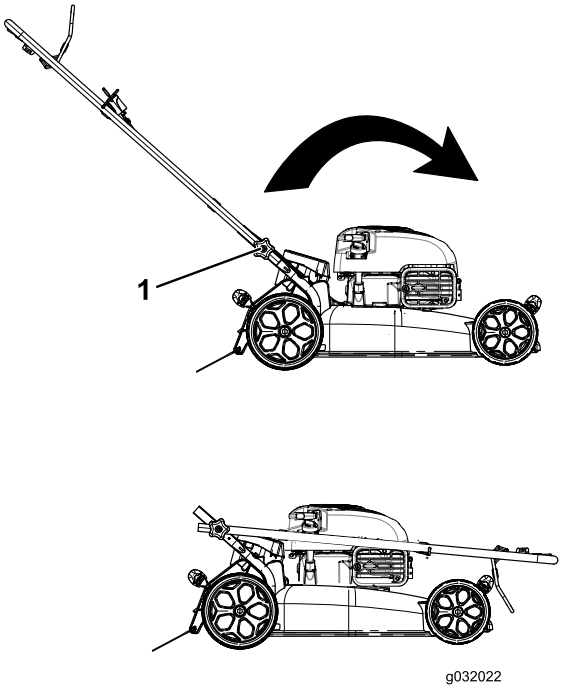

Figuur 22
1. Draai de knoppen van de handgreep los totdat u het bovenste deel van de handgreep vrij kunt bewegen (Figuur 22).
1. Handgreepknoppen (2)
2. Beweeg de handgreep naar voren zoals word getoond in Figuur 22.